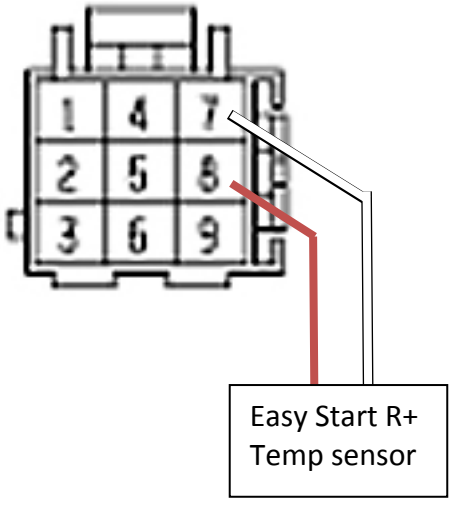

Bilde 47
Sett kablene fra Easy Start R+ temp sensor (9) i gul 9-pins plugg (10). Kobles som vist på bilde 47.